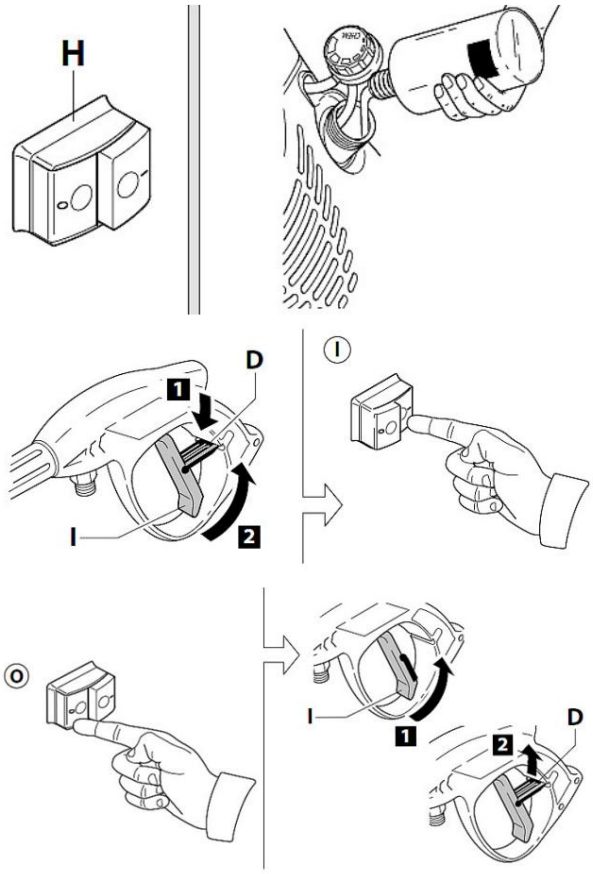

Fig. 9: Dispositivo operativo
Interruptor del dispositivo (pos. H, Fig. 9)
Palanca de pistola (elemento I, Fig. 9).
9.2 Encendido (Fig. 9)
Paso 3: Liberar el bloqueo (pos. D, Fig. 9) de la pistola.
9.3 Apagar (Fig. 9)
Paso 3: Activar el bloqueo (pos. D, Fig. 9) de la pistola.
9.4 Reiniciar (Fig. 9)
Paso 1: Liberar el bloqueo (pos. D, Fig. 9) de la pistola.
9.5 Puesta fuera de servicio (Fig. 9)
Paso 6: Activar nuevamente el bloqueo (pos. D, Fig. 9) de la pistola.